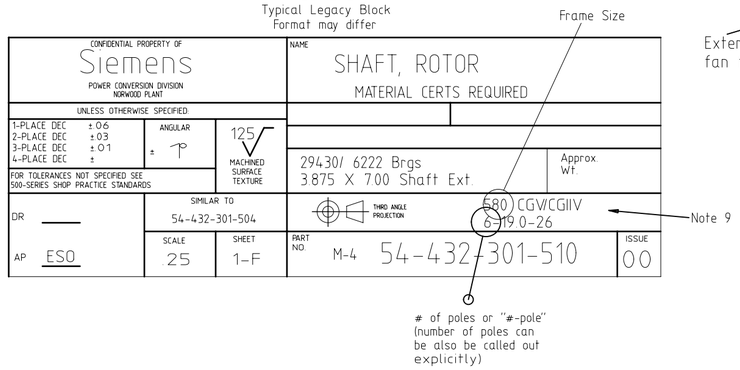

Figure 7
e. Shafts requiring M36 tapped hole must be machined per Form DR M36 with a maximum chamfer diameter of 44-45mm (see Figure 7)